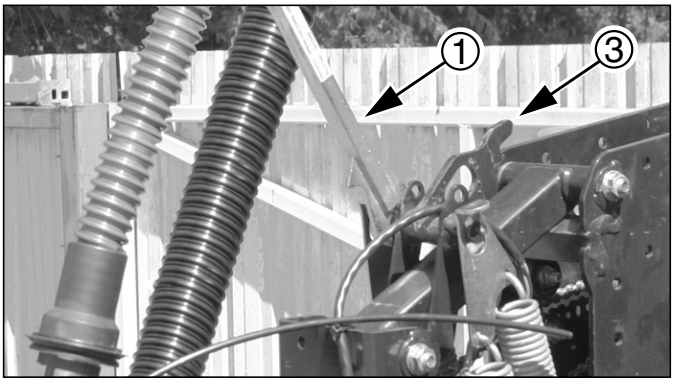
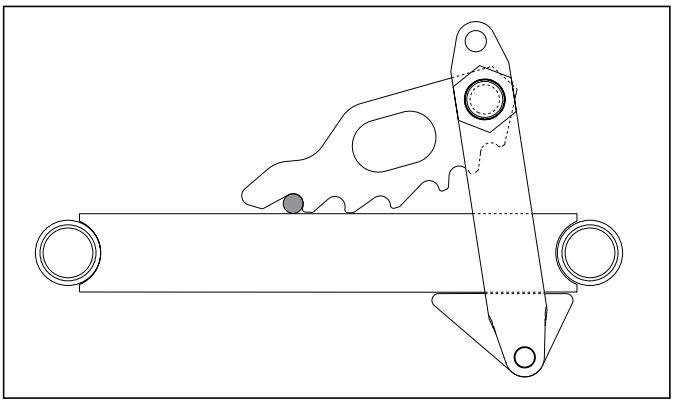

Figura 70 29605
Figura 72 27065
Remítase a la Figura 70 a la Figura 72 Para regular la presión de penetración, utilice una llave fija de 29 mm o el dispositivo (1) almacenado debajo de la pasarela. Coloque la llave en la tuerca (2) y llévela hacia atrás y abajo. Mueva el excéntrico de regulación (3) a la nueva calibración. Si está utilizando la herramienta almacenada bajo la pasarela, asegúrese que el tren de siembra no esté tocando el suelo, a fin de poder aflojar completamente los resortes.